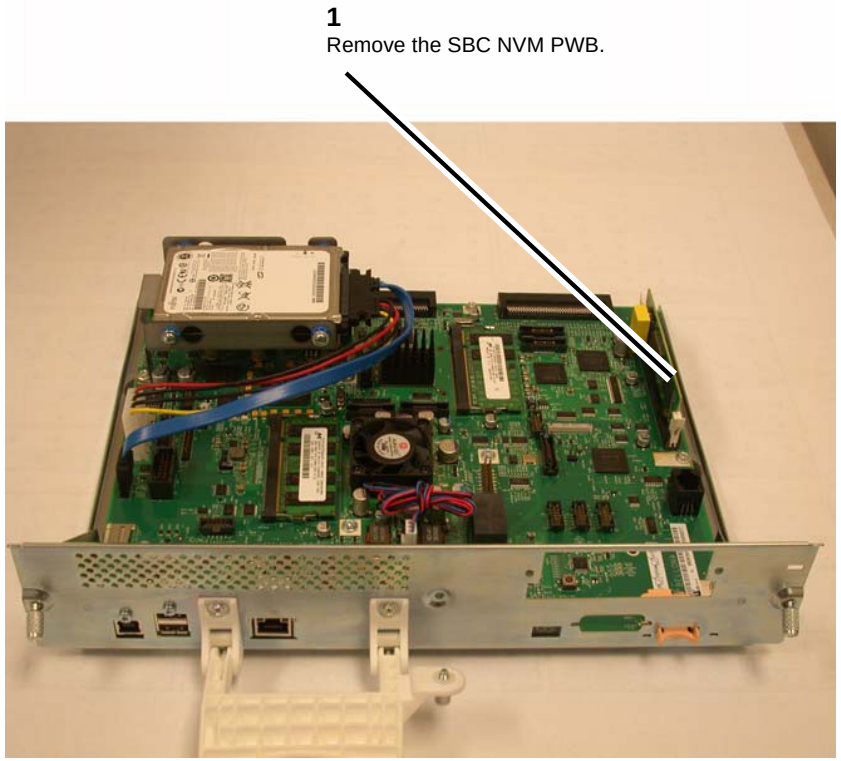

Figure 1 Removing the SBC Flash Module/NVM PWB
4. Remove the SBC NVM PWB (Figure 1).
1. *Install the Flash Memory module onto the NVM PWB (Figure 1).*